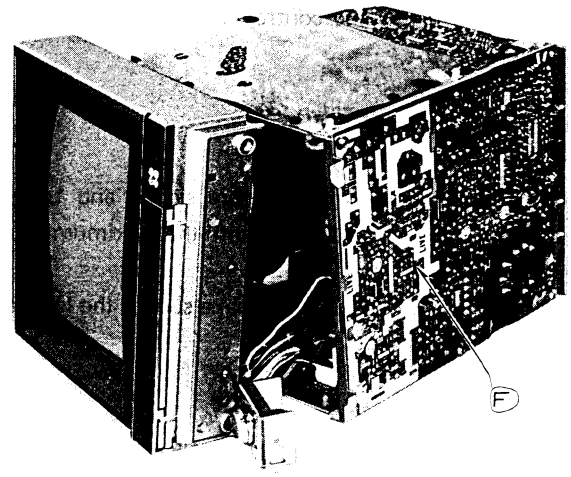

Fig. 6
1. Remove one screw Ⓕ as shown in fig. 6.
1. 1 Schrauben Ⓕ entfernen, wie in Abb. 6.